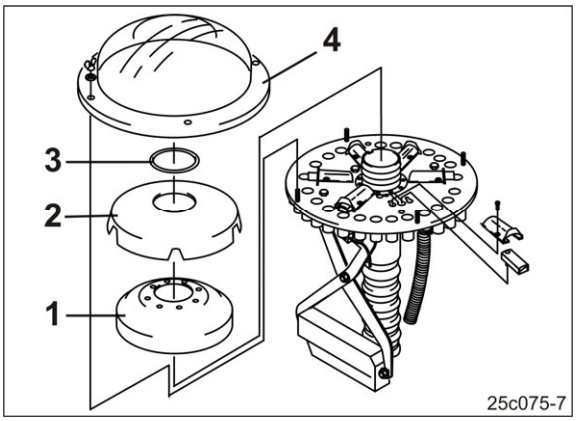

Fig. 255
13. Montér skumplastindsatsen (Fig. 255/1).
14. Montér fordelerens indvendige afskærmning (Fig. 255/2).
15. Montér ringen (Fig. 255/3).
16. Montér fordelerens udvendige afskærmning (Fig. 255/4).